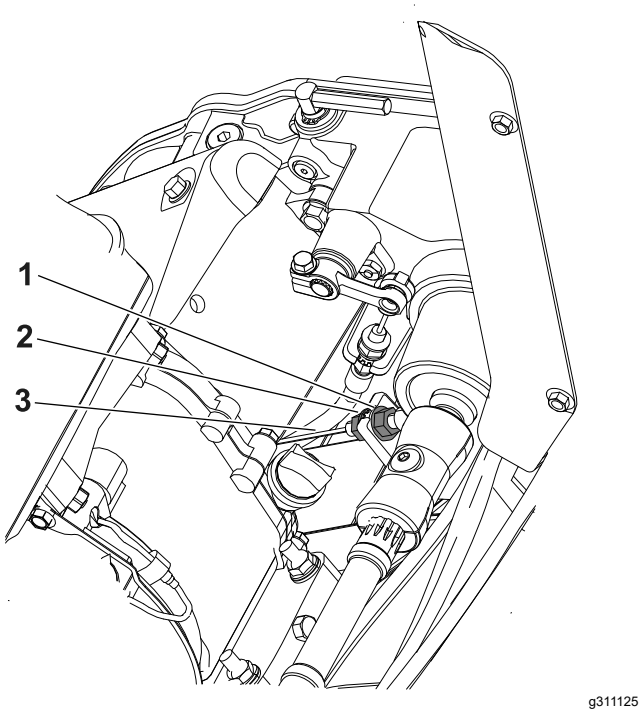

Figure 34
2. Desserrez l'écrou de blocage arrière et serrez l'écrou de blocage avant (Figure 34).